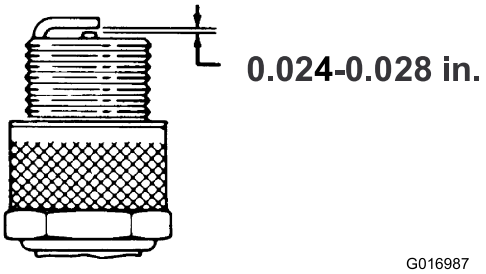

**Figura 31**
3. Assegure-se de que a folga de ar está correcta (Figura 31).